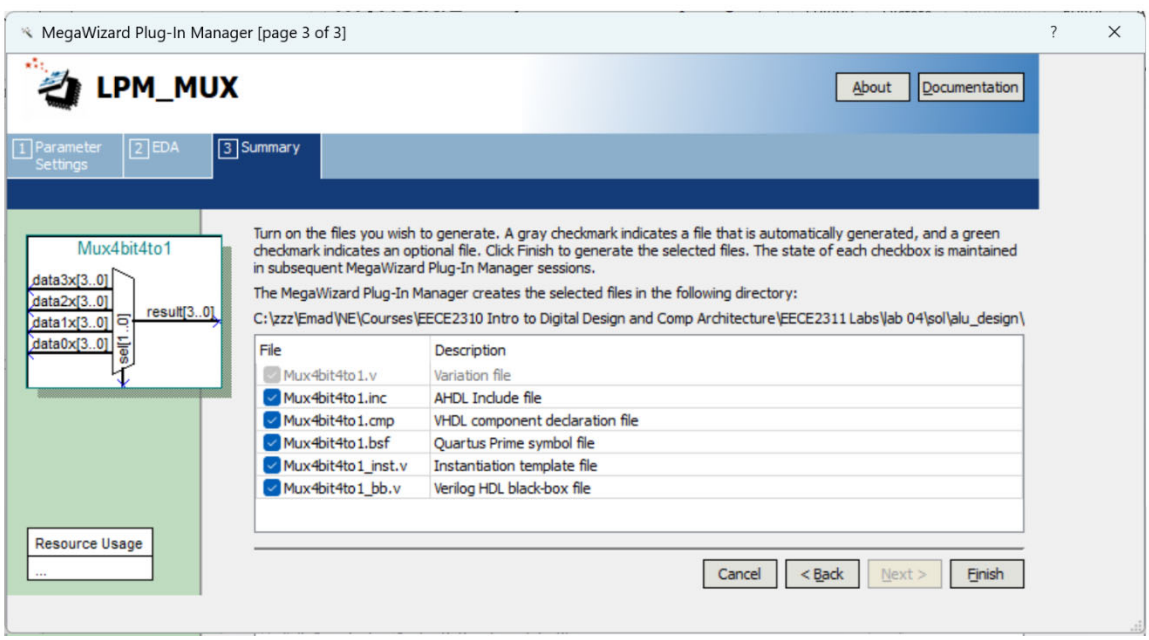

Figure 6: Check Everything to Generate Correct Files
e) On the *Summary* window below, make sure to **check everything** as shown below in Figure 6 to generate the files needed for this component. Click *Finish*.